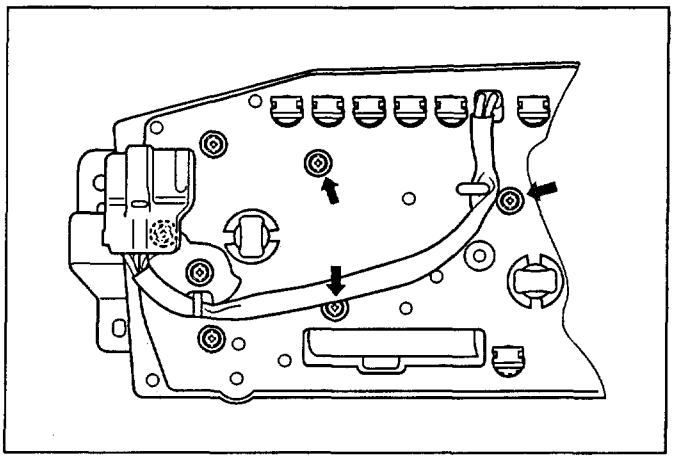

Fig. 8-356
- Remove three screws securing the meter at the back side. (Fig. 8-356)